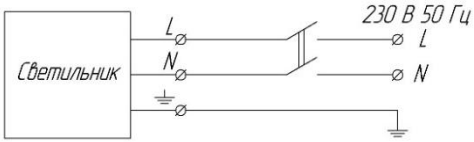

Рис.2. Схема подключения светильника
4.3. Подсоединить сетевые провода согласно схеме на рис. 2, обеспечив степень защиты не ниже IP65.